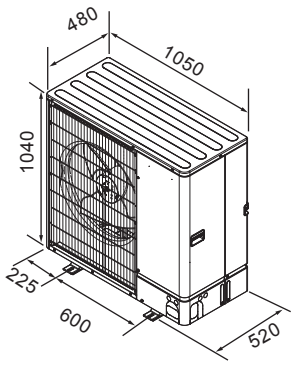

Fig. 2-3
**2.3. Outline dimensions (Outdoor unit) (Fig. 2-3)**